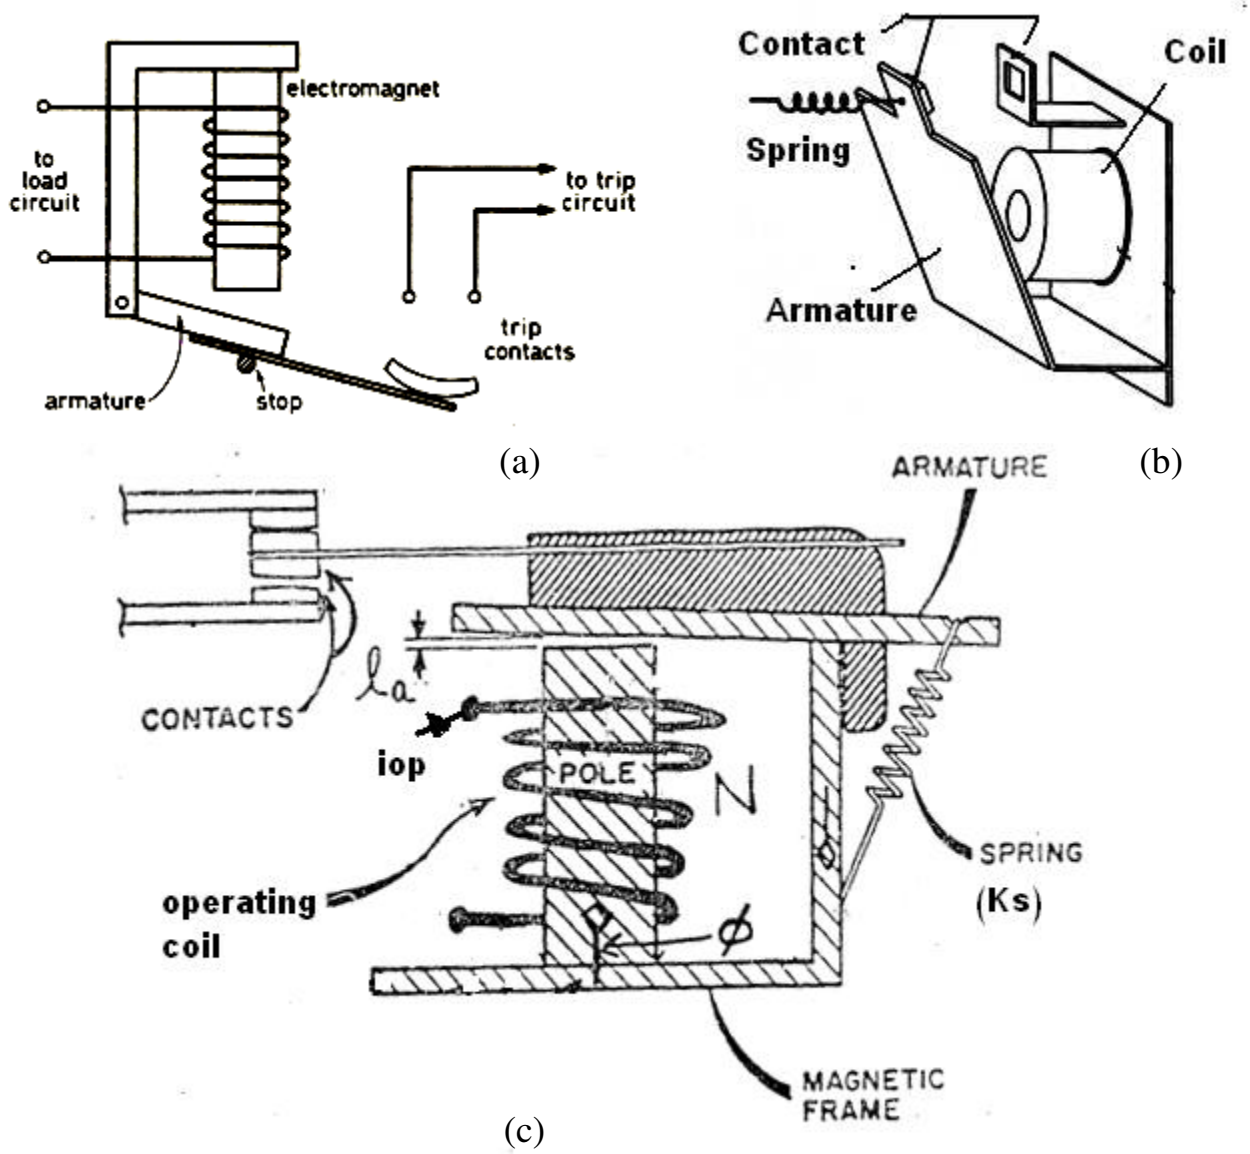

Fig. 1 Attracted armature-type relays
1.1.1 **The attracted armature relays**: which are shown in Fig.1, consists of a bar or plate of metal which pivots when it is attracted towards the coil.